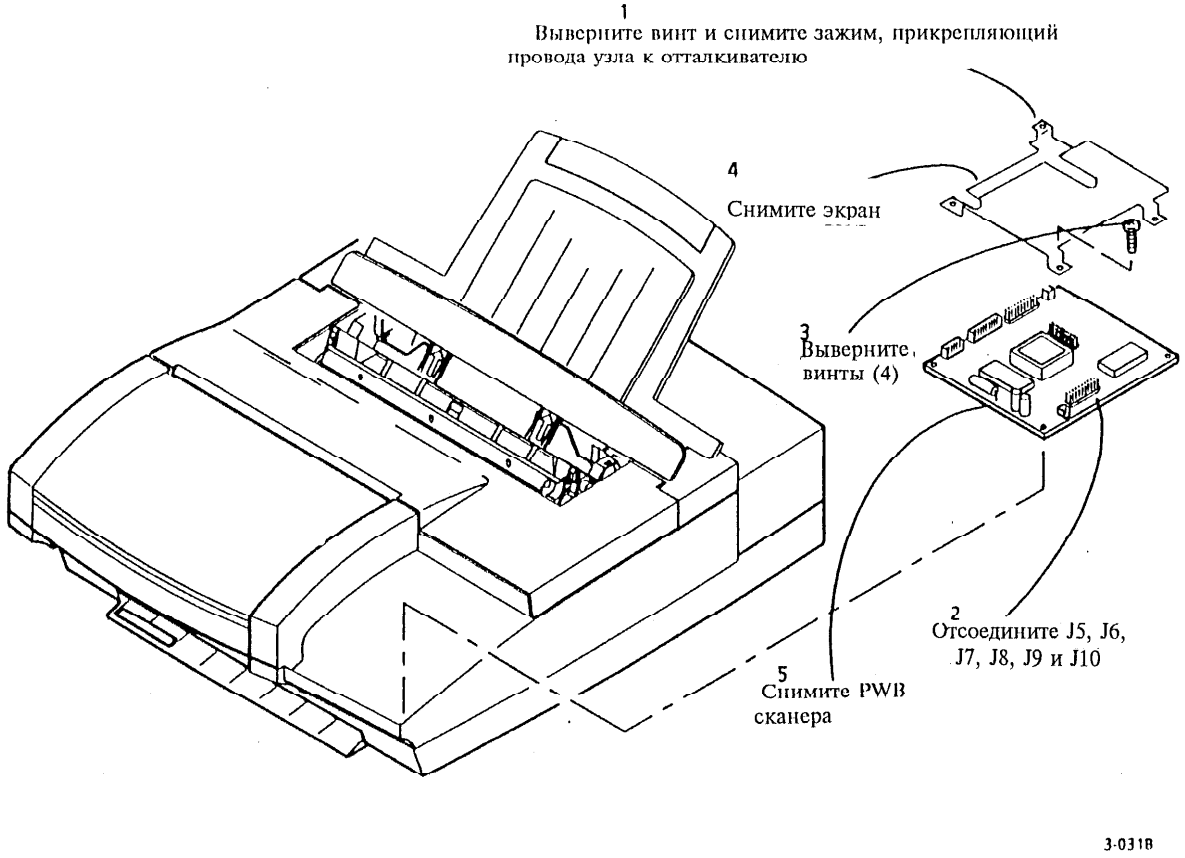

Рис. 1 Снятие PWB сканера
2. (Рис. 1): Снимите PWB сканера.